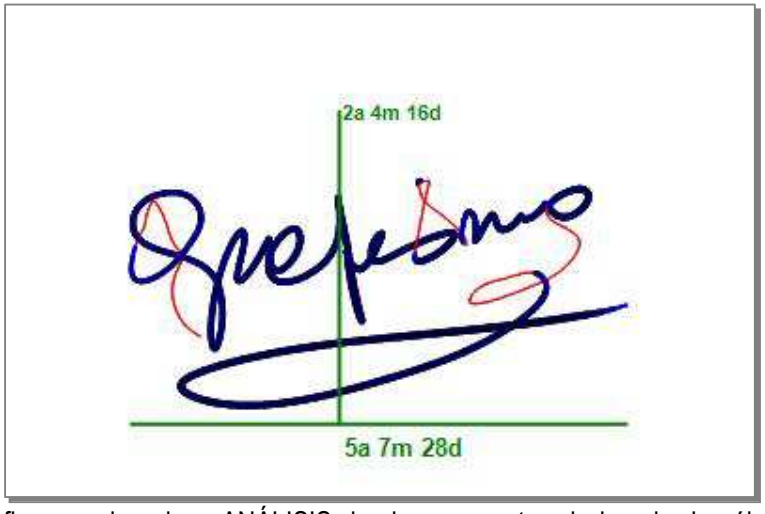

Figura 18: Detalle del grafismo en la solapa ANÁLISIS donde se muestra el ejemplo de cálculo de Índice de Wittgenstein.
e. Índice de Wittgenstein (ícono regla): calcula automáticamente el índice de Wittgenstein. Cliqueando en el espacio por encima del punto elegido del trazado (un accidente gráfico, por ejemplo), aparece una perpendicular que pasa por ese punto y la edad correspondiente (Figura 18). Se puede repetir la operación en diversos puntos. Para obtener este resultado debe colocar en la solapa CASO la fecha de nacimiento de la persona así como la fecha actual.